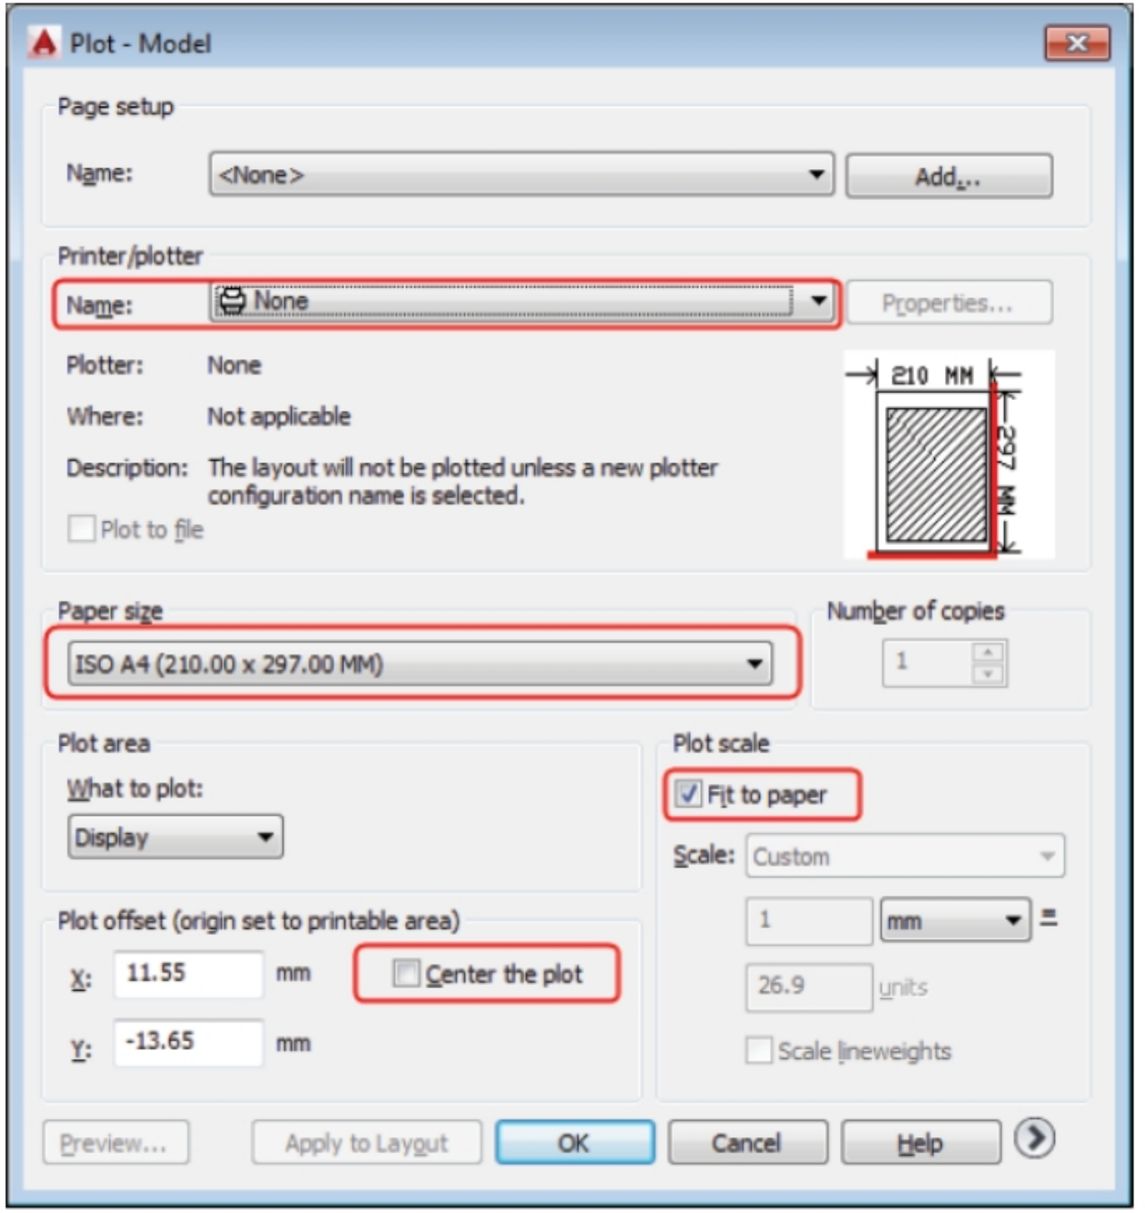

Figure-58. Plot dialog box
- Click on the **Plot** option from the **Print** cascading menu in the **Application** menu. The **Plot** dialog box will be displayed for **Model** option; refer to Figure-58. **(Model is the workspace in AutoCAD Electrical in which 3D view of model is displayed. Layout/Paperspace is the workspace where model is displayed in its paper print form. It is recommended to switch to Layout/Paperspace before printing on the paper. The procedure is discussed later in next topic.)**